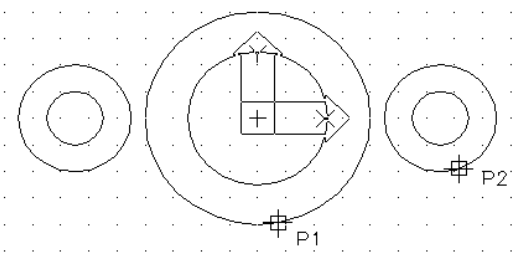

Fig. 2.16
5. Utilizarea modului osnap (TANgent), pentru trasarea celor patru tangente la cercuri (fig. 2.16).